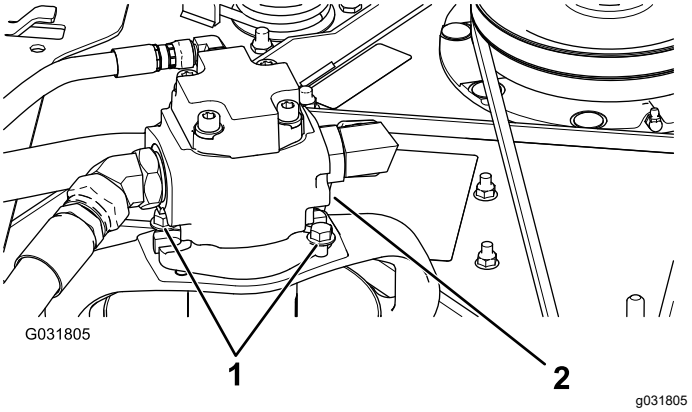

Figuur 127
5. Verwijder de bouten waarmee de hydraulische motor is bevestigd aan de maai-eenheid (Figuur 127).
3. Verwijder de bouten waarmee de hydraulische motor is bevestigd aan de maai-eenheid (Figuur 127).